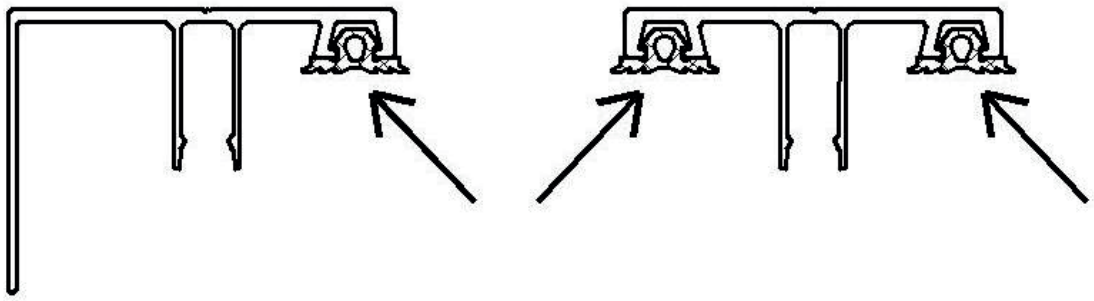

Abb. 11
1.22 Drücken Sie die mitgelieferte Dichtung in die Klickleiste. Abb.11